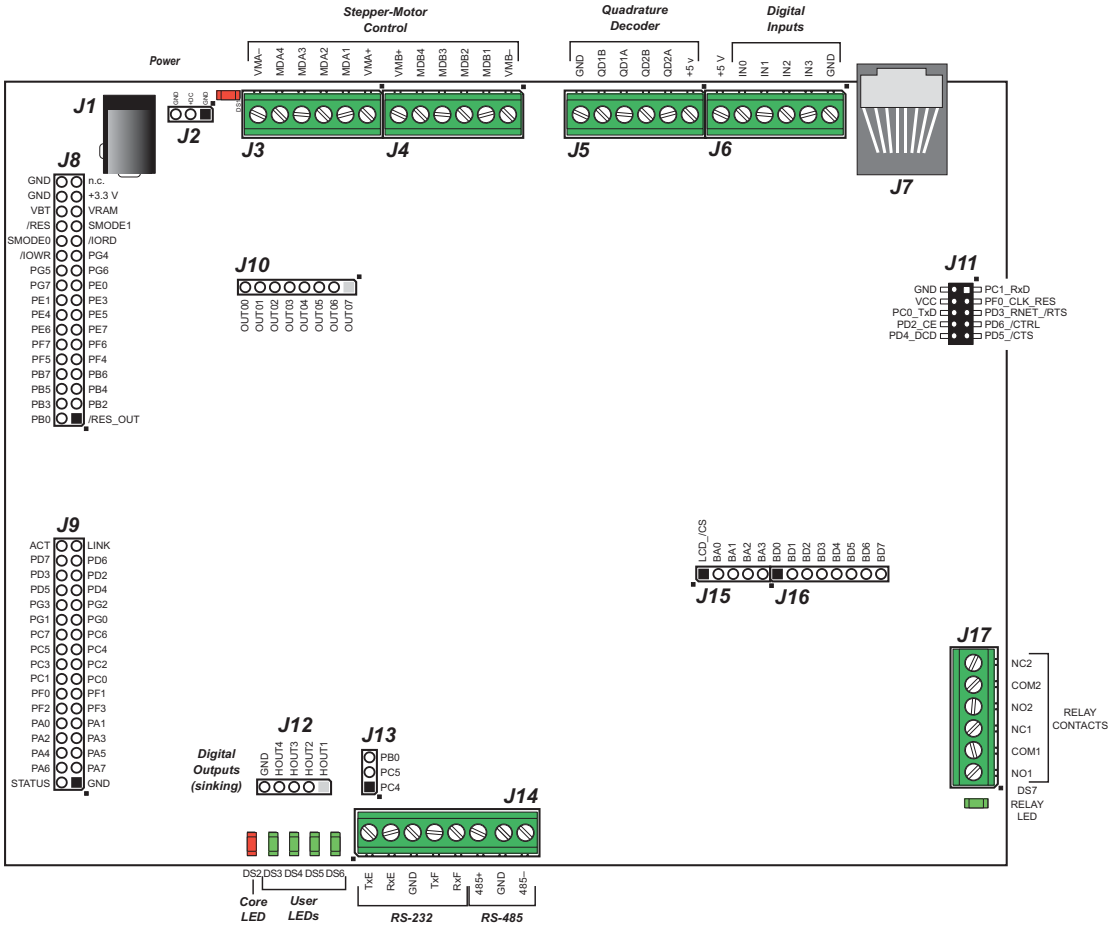

Figure B-4. Prototyping Board Pinout
- **Module Extension Headers**—The complete pin set of the RCM3305/RCM3315 module is duplicated at headers J8 and J9. Developers can solder wires directly into the appropriate holes, or, for more flexible development, 2 × 17 header strips with a 0.1" pitch can be soldered into place. See Figure B-4 for the header pinouts.
- **Digital I/O**—Four digital inputs are available on screw-terminal header J6. See Figure B-4 for the header pinouts.
- **Quadrature Decoder**—Four quadrature decoder inputs (PF0–PF3) from the Rabbit 3000 chip are available on screw-terminal header J5. See Figure B-4 for the header pinouts.
- **H-Bridge Motor Driver**—Two pairs of H-bridge motor drivers are supported using screw-terminal headers J3 and J4 on the Prototyping Board for stepper-motor control. See Figure B-4 for the header pinouts.
The Prototyping Board pinouts are shown in Figure B-4.